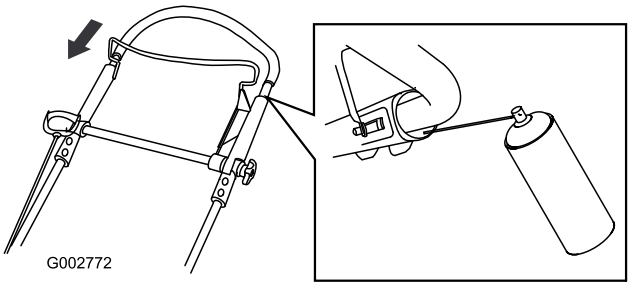

Figure 34
2. Push the upper handle fully down and spray the inner plastic surface of the outer handle (Figure 34).